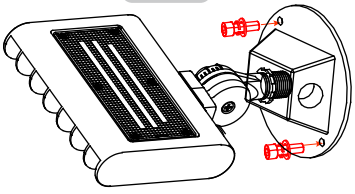

Fig.2
2. After the lamp is installed on the mounting base, fix the mounting base to the ground with screws. See Fig.2.